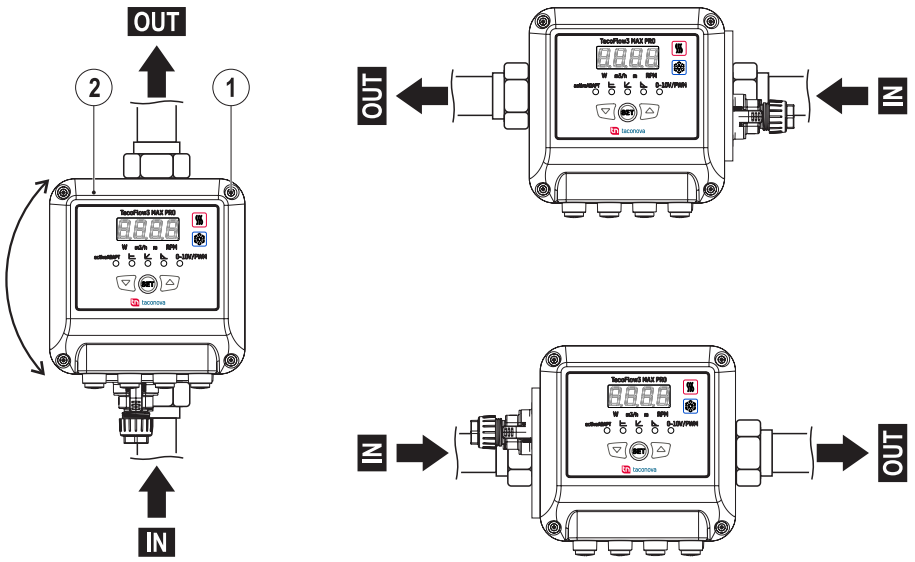

FIG. 8 *(Posiciones del cuerpo del motor)*
EL CUERPO DEL MOTOR SE PUEDE GIRAR HACIA LAS POSICIONES INDICADAS EN **FIG. 8**.
1) Desenrosque y quite los cuatro tornillos de la tapa del motor **(FIG. 8 - Ref. 1)**
2) Gire la tapa del motor **(FIG. 8 - Ref. 2)** a la posición que desea sin sacarla del cuerpo de la bomba circuladora